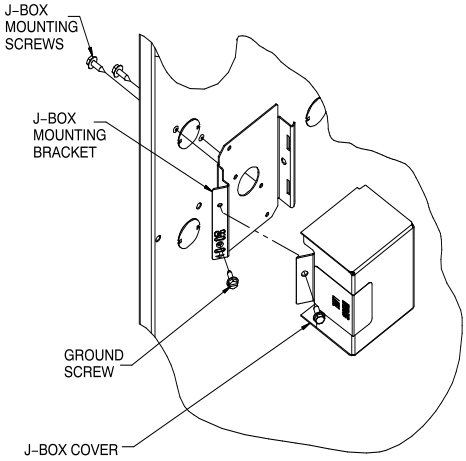

Fig. 34 – Installing J-Box (When Used)
The J-Box cover, mounting bracket and screws are shipped in the loose parts bag included with the furnace. See Fig. 34 for J-Box mounting locations.
1. Install J-Box mounting bracket to inside of furnace casing (Fig. 34).
5. Connect field ground wire and factory ground wire to green ground screw on J-Box mounting bracket as shown in Fig. 34.
7. Attach furnace J-Box cover to mounting bracket with screws supplied in loose parts bag. Do not pinch wires between cover and bracket (Fig. 34).
4. Connect field ground wire and factory ground wire to green ground screw on J-Box mounting bracket as shown in Fig. 34.